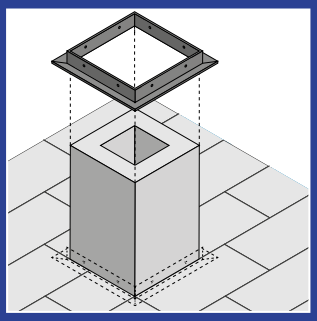

Fig. 3
9. La posa attorno ad ostacoli sopraelevati, quali camini, si può fare prevedendo l'installazione di opportuni profili ad angolo (vedi Fig. 3)